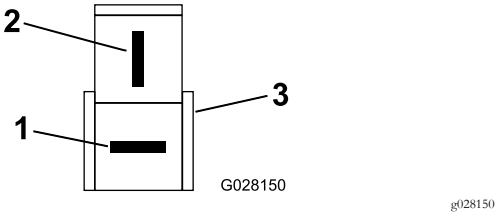

Figur 11
3. Trykk den toveis samlekontakten mot polene på nummerskiltkabelen (Figur 11).